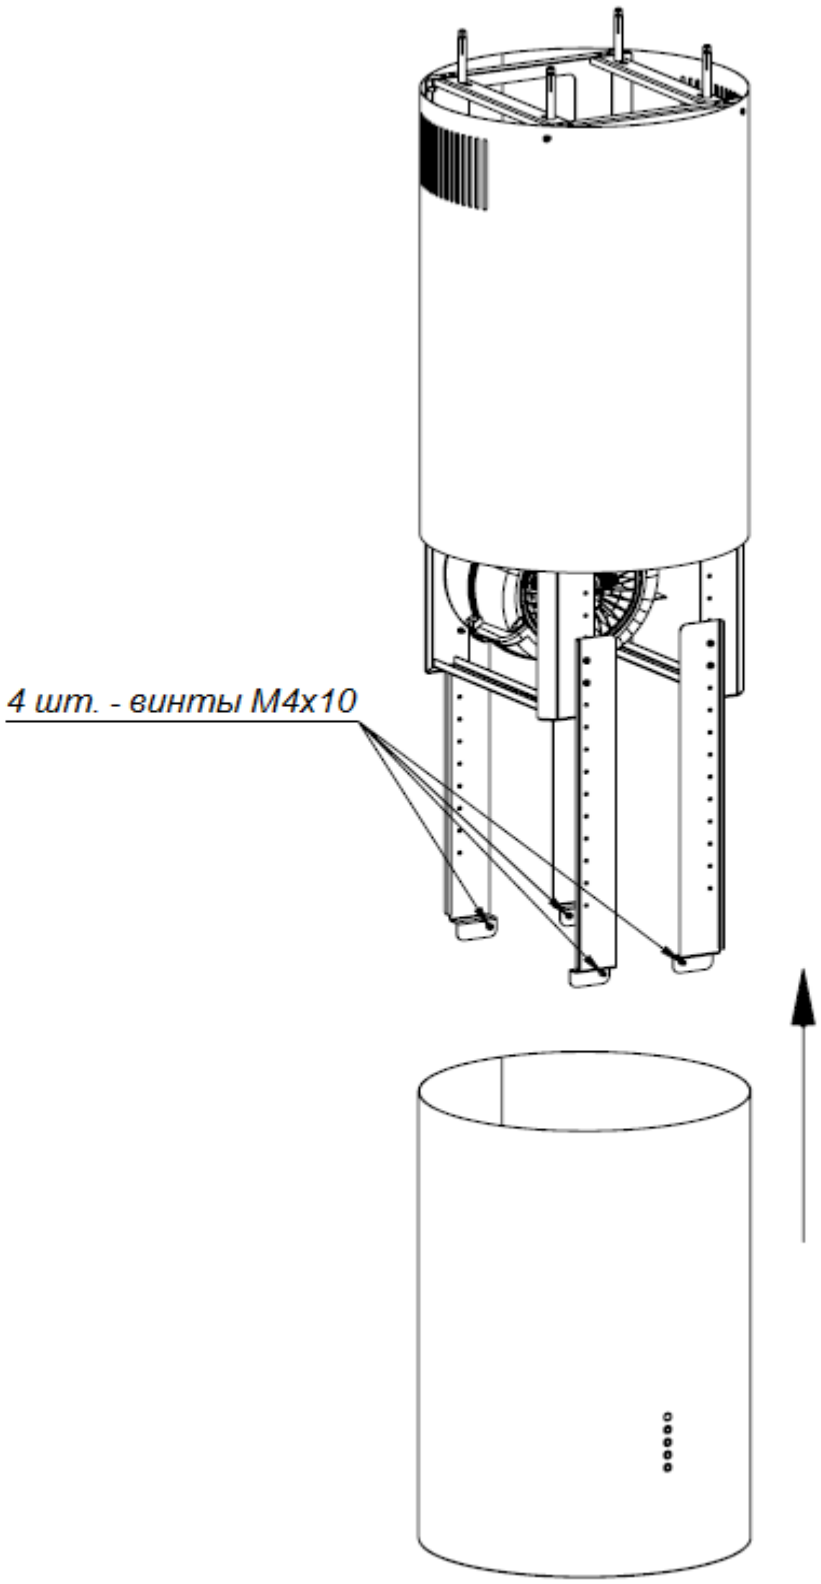

Рис. 5
4. Вставьте нижнюю трубу и прикрутите ее изнутри с помощью винтов М4х10 (4 шт.) (рис. 5).